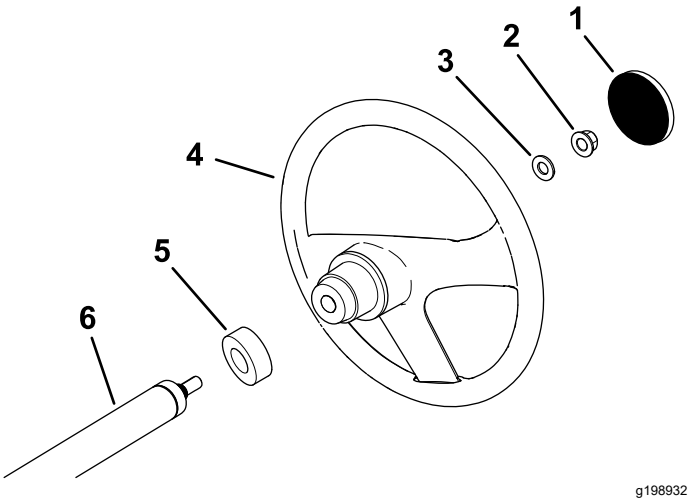

Figur 3
1. Hvis dekselet er montert, må du fjerne det fra rattet (Figur 3).
2. Fjern låsemutteren (½ tomme) fra rattstangen (Figur 3).
3. Før rattet, støvdekselet og skiven (½ tomme) inn på rattstangen (Figur 3).
5. Monter dekselet på rattet (Figur 3).